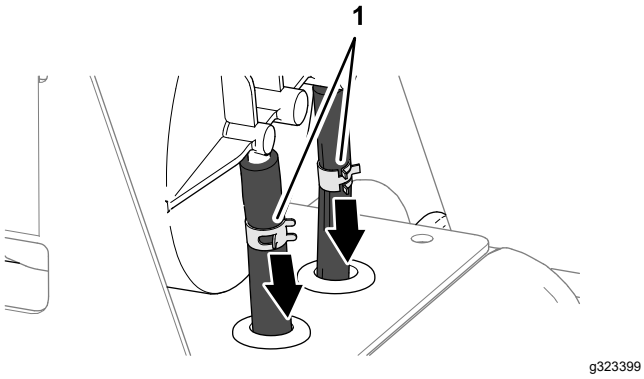

Figur 84
3. Lossa de två slangklämmorna som fäster slangarna vid kolkanisterns kopplingar (Figur 84).